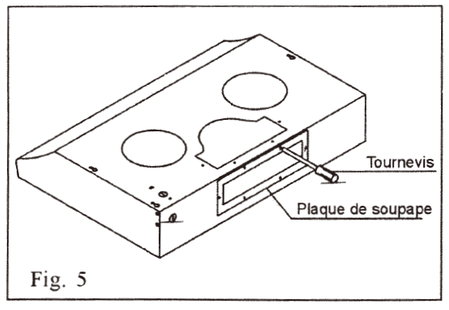

Fig. 5
- (b) Enlever les plaques métalliques rectangulaires au dos à l'aide d'un tournevis philips. (Fig.5)